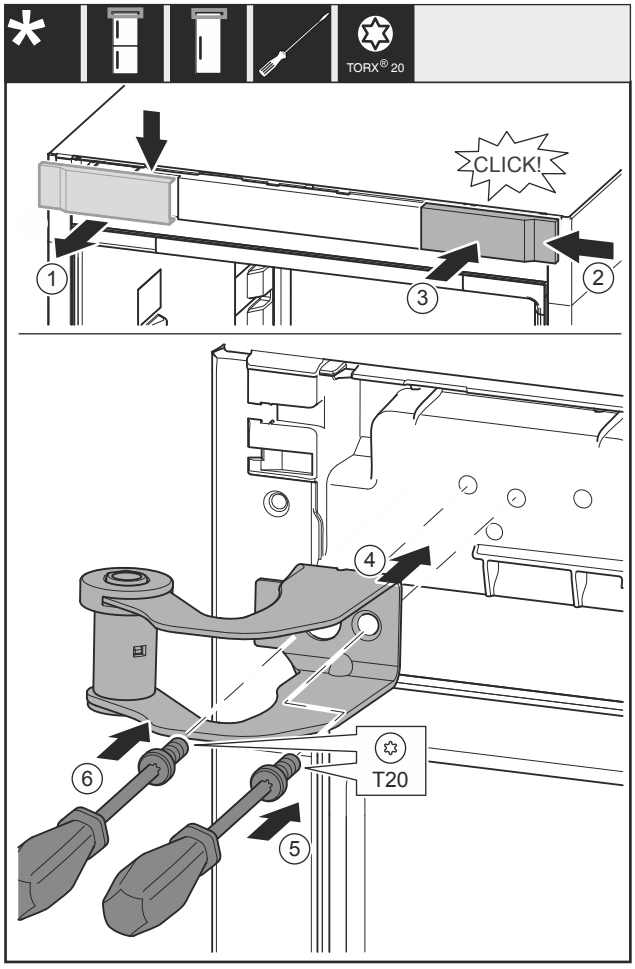

Fig. 17
- ▶ Abdeckung *Fig. 17 (1)* von oben nach vorne abnehmen.
- ▶ Abdeckung *Fig. 17 (2)* um 180° gedreht auf der anderen Seite von rechts einhängen.
- ▶ Abdeckung *Fig. 17 (3)* einrasten.
- ▶ Oberen Lagerbock *Fig. 17 (4)* ansetzen.
- ▶ Schraube *Fig. 17 (5)* festdrehen.
- ▶ Schraube *Fig. 17 (6)* festdrehen.